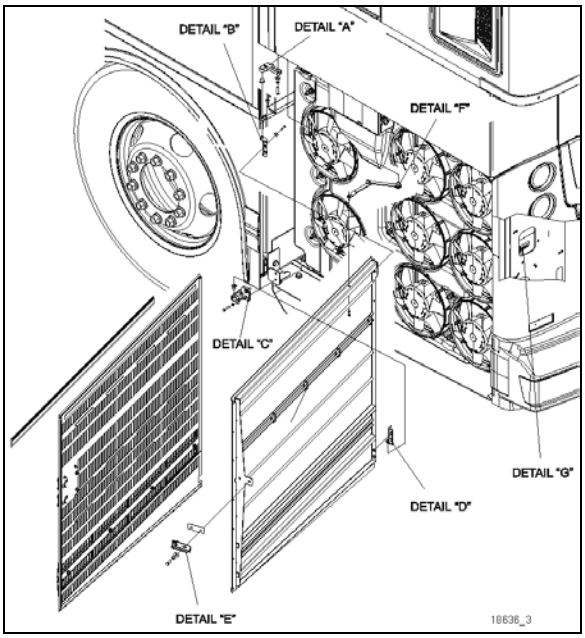

FIGURE125:PORTE DU RADIATEUR
6. Desserrer les boulons (détails “A” & “C”, Figure125) supportant la charnière à la structure du véhicule pour ajuster la porte vers la gauche ou vers la droite à l’aide des rainures (trous de montage)
7. Desserrer les boulons (détails “B” et “D”, Figure125) pour ajuster la porte verticalement (de haut en bas)